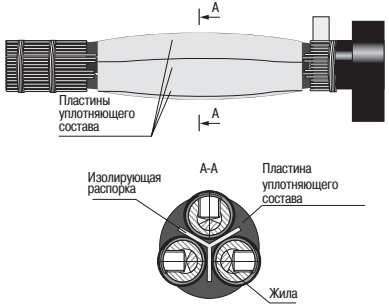

Рисунок 11
4.19 Расположить между жилами кабелей пластины уплотняющего состава (призмы), предварительно сняв с них бумагу. Пластины уплотняющего состава должны располагаться большей стороной наружу. Руками утрамбовать пластины между жилами и распоркой. Допускается подогрев пластин уплотняющего состава и распорки горелкой (рисунок 11).